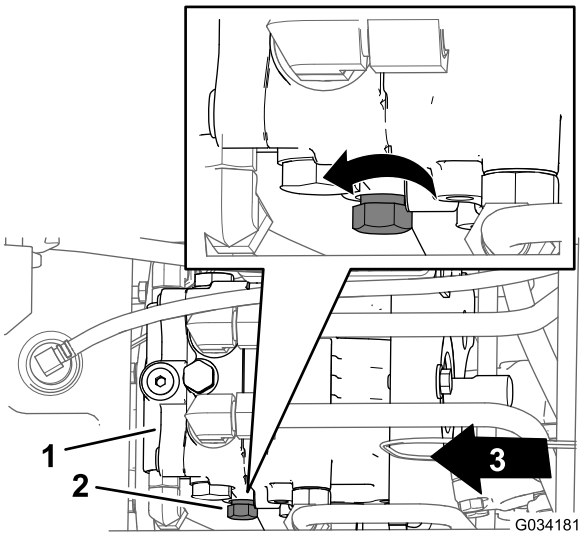

Figur 35
2. Finn kontrollknotten for omløpsventilen på venstre side av den hydrauliske pumpen (Figur 35).
3. Vri kontrollknotten tre omdreininger mot klokken (Figur 35).
1. Finn kontrollknotten for omløpsventilen på venstre side av den hydrauliske pumpen (Figur 35).
2. Vri kontrollknotten (Figur 35) med klokken til du føler motstand (omløpsventilen er stengt).